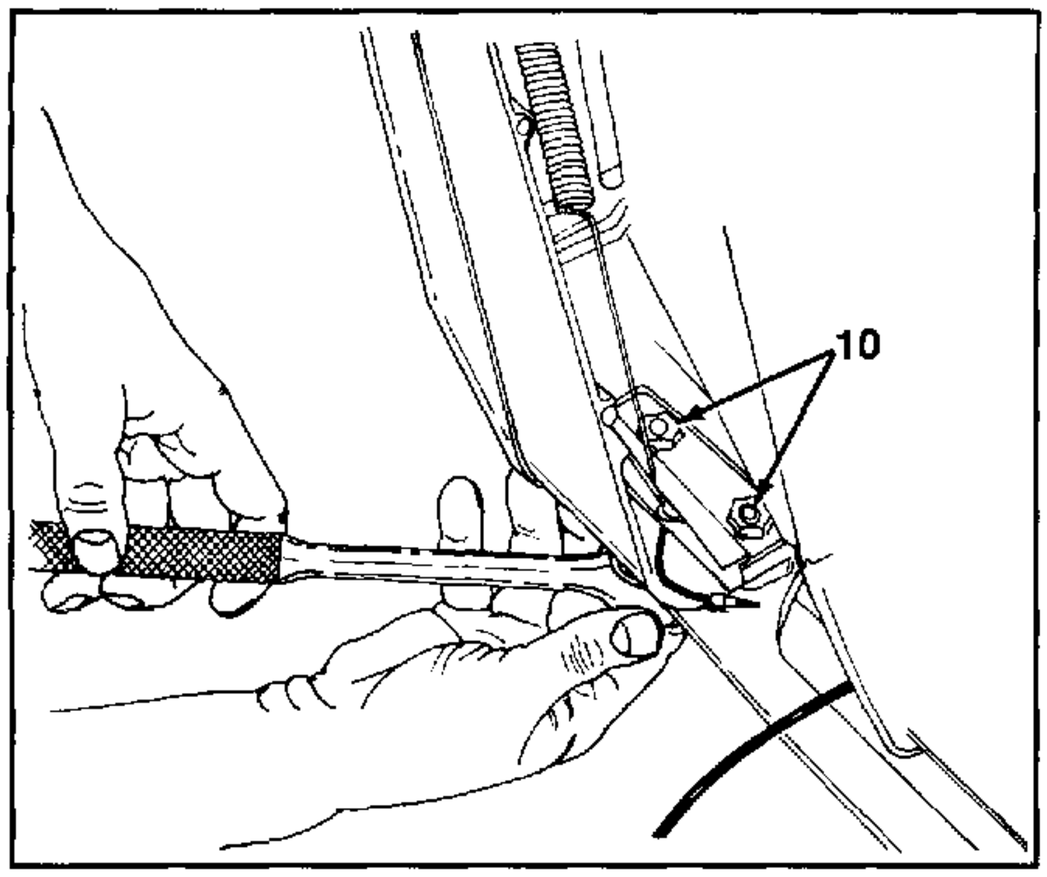

FIGURE 7.
9. Remove four hex bolts and lock washers securing the grille and hood to front chassis. See figure 7. Use a ½" socket wrench, going up through the access holes in the chassis.